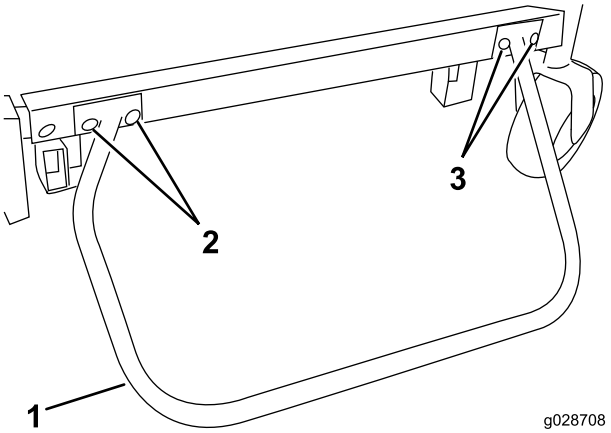

**Figure 17**
2. Sur le côté droit du cadre porteur, retirez 2 vis avant (1/2–13 x 1-1/2 po) qui fixe le cadre au bras de relevage (Figure 17).
4. Montez le pare-chocs et fixez-le avec 2 vis (1/2–13 x 1–1/2 po) au point de liaison entre le bras de relevage et le cadre porteur, et 2 vis (3/8–16 x 1 po) et 2 contre-écrous à embase (3/8 po – 16) à l'emplacement du support avant. Serrez les vis à un couple de 95 à 108 N·m (Figure 17).